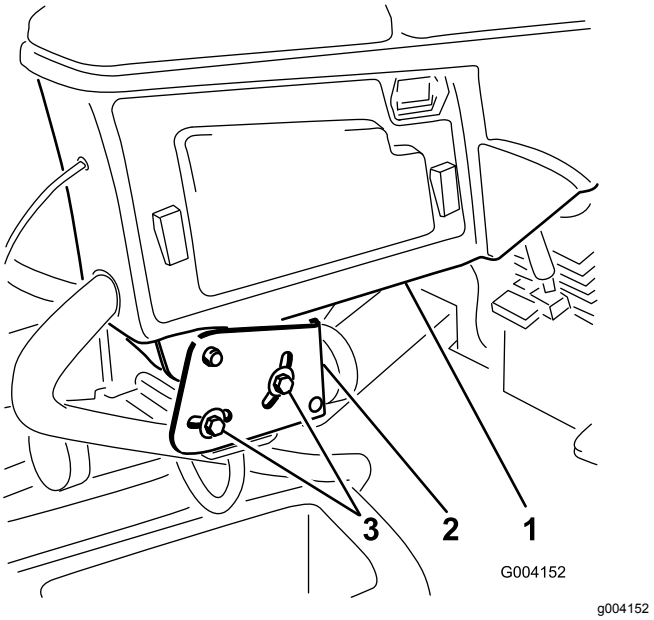

Figure 3
1. Desserrez les 2 boulons qui fixent le bras de commande à la patte de retenue (Figure 3).